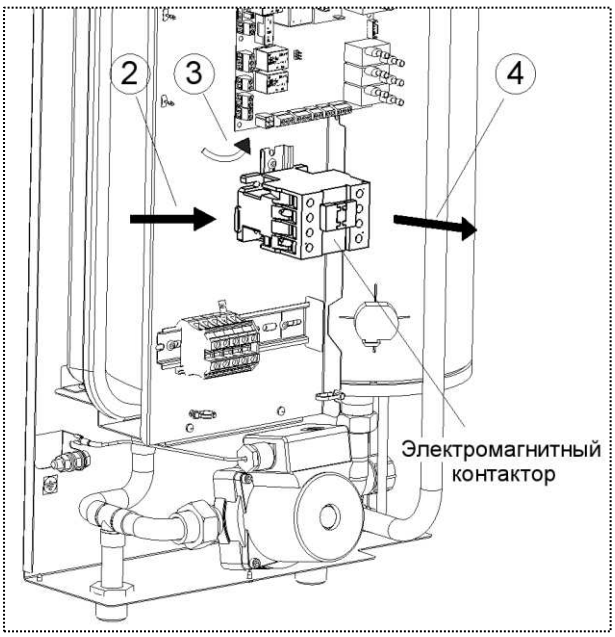

Рисунок 17. Замена электромагнитного контактора
1) Отсоедините все провода подходящие к контактору (см. рис. 17);